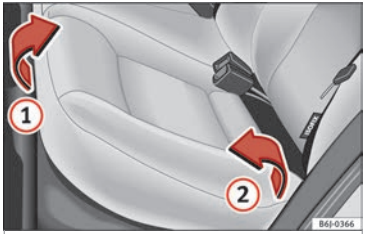
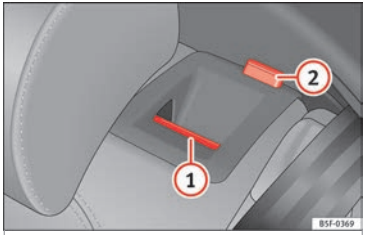

Fig. 157 Levantar el cojín del asiento trasero.
Fig. 158 En el respaldo del asiento trasero: tecla de desbloqueo (1); marca roja (2)
– Tire del borde delantero del cojín del asiento ››› **fig. 157** (1) hacia arriba en la dirección de la flecha.
– Levante el cojín (2) hacia delante en la dirección de la flecha.
– Pulse la tecla de desbloqueo ››› **fig. 158** (1) hacia delante y, al mismo tiempo, abata el respaldo. El respaldo trasero está desbloqueado cuando se ve una marca roja en la tecla (2).